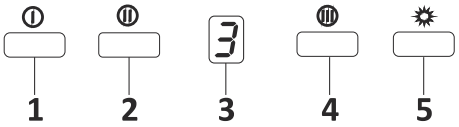

Fig. 18: 3-steg, digitala knappar
1. Tryck på denna knapp för att starta fläkten på första hastigheten (Fig. 18).
2. Tryck på denna knapp för att välja hastighet 2 (Fig. 18).
3. Digital display: Se vilken hastighet fläkten arbetar i (Fig. 18).
4. Tryck på denna knapp för att välja hastighet 3 (Fig. 18).
5. Belysning på/av (Fig. 18).
6. Om man trycker på en hastighetsknapp i mer än 2 sekunder aktiveras en 15 minuters timerfunktion. Efter 15 minuter stannar fläkten (Fig. 18).